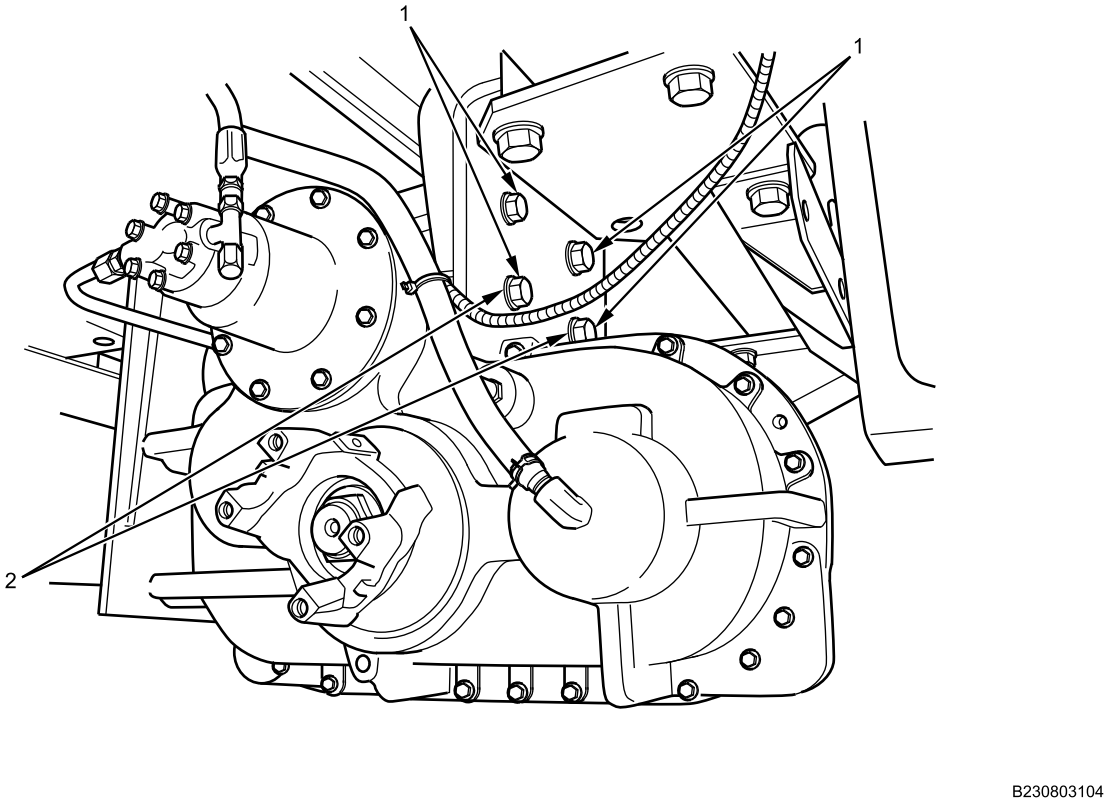

Figure 8. Right Side of Transfer Case Mounting.
12. Remove four mounting bolts (Figure 8, Item 1) and lockwashers (Figure 8, Item 2) from right side of transfer case. Discard lockwashers.